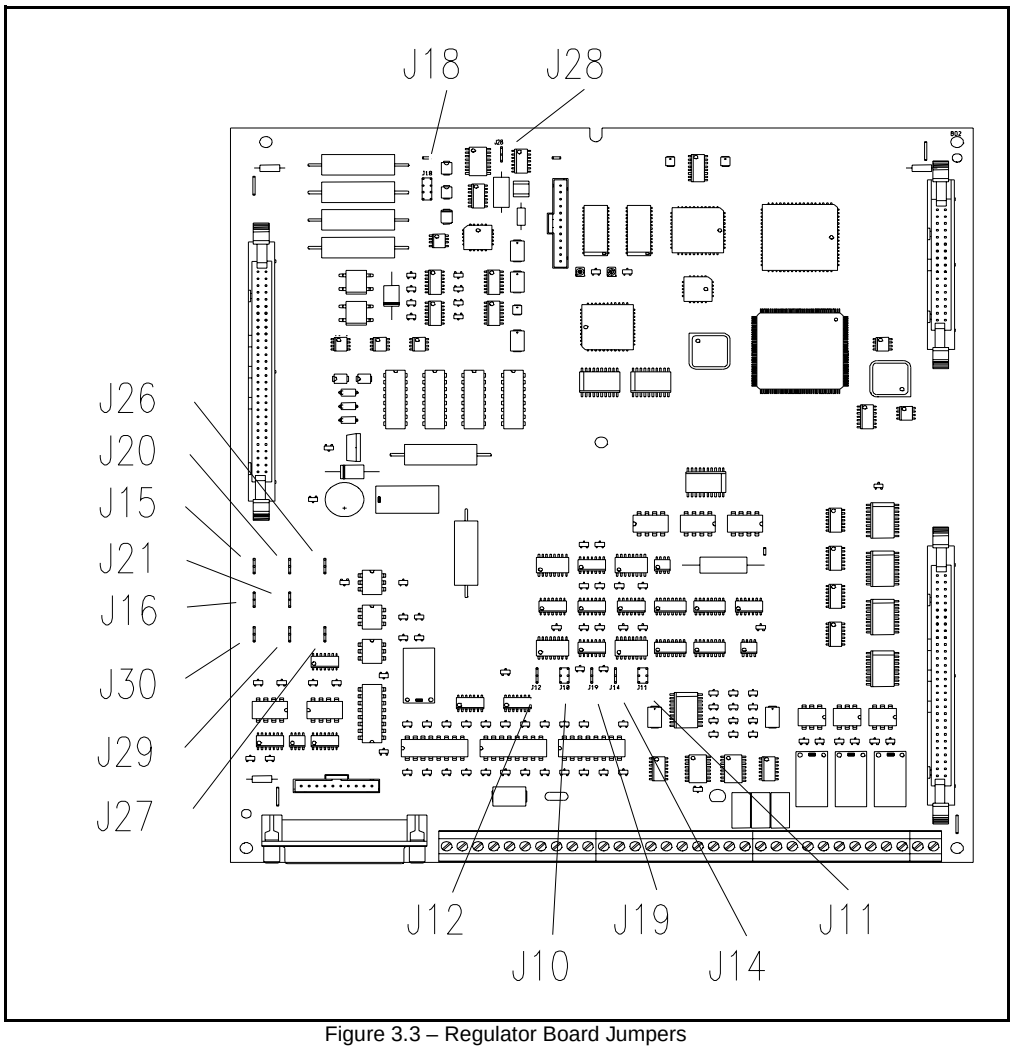

Figure 3.3 – Regulator Board Jumpers
Step 3. The jumpers are located on the Regulator board. See figure 3.3 for jumper locations.